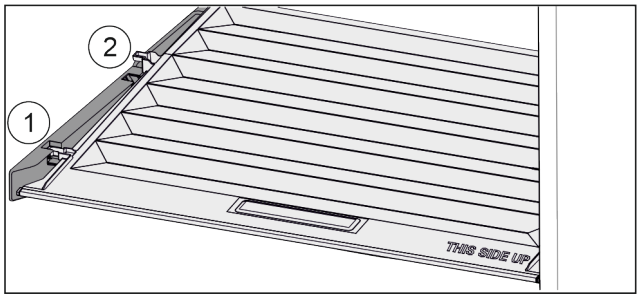

Fig. 40
▶ Deckel bis zur Öffnung in den Halteteilen nach vorne ziehen *Fig. 40 (1)*.
▶ Hinten von unten anheben und nach oben wegnehmen *Fig. 40 (2)*.